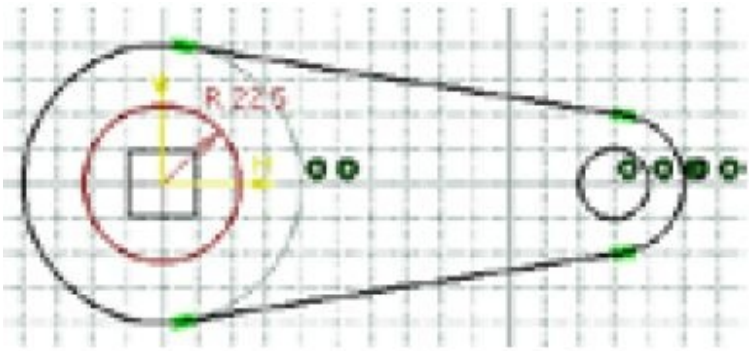

Figure 3-57 *Final sketch after creating the outer and inner loops*
c. Draw the inner loops of the sketch using the **Circle** tool, refer to Figure 3-57.
5. Move the cursor horizontally toward the right and click when the coordinate values above the cursor are 140,0. The final sketch, after creating the outer and inner loops, is shown in Figure 3-57. Press the ESC key to exit the selection set and the **Circle** tool.